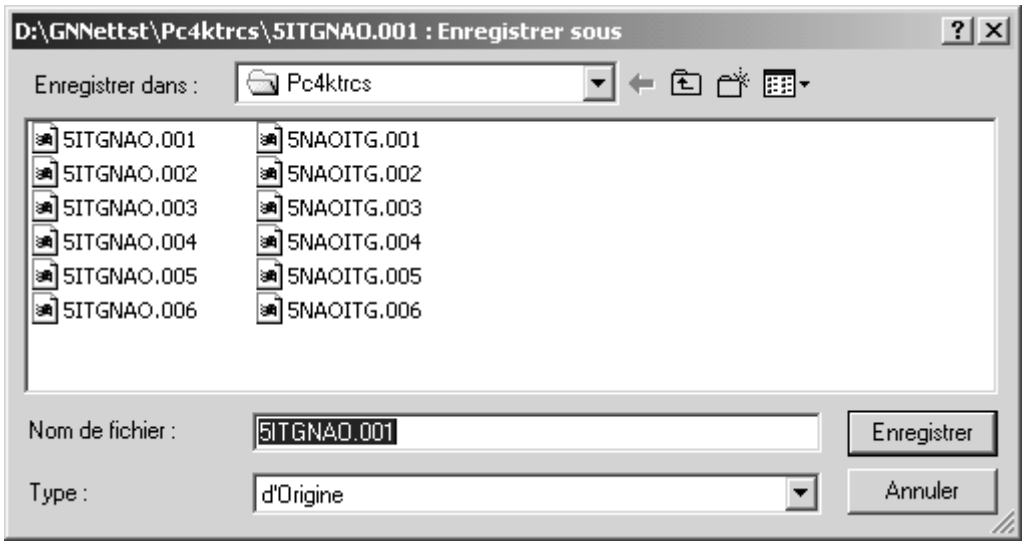

Figure 3-2: Boîte de dialogue Enregistrer sous
2. Sélectionnez Trace>Enregistrer sous. La boîte de dialogue Enregistrer sous (Figure 3-2) s'affiche.